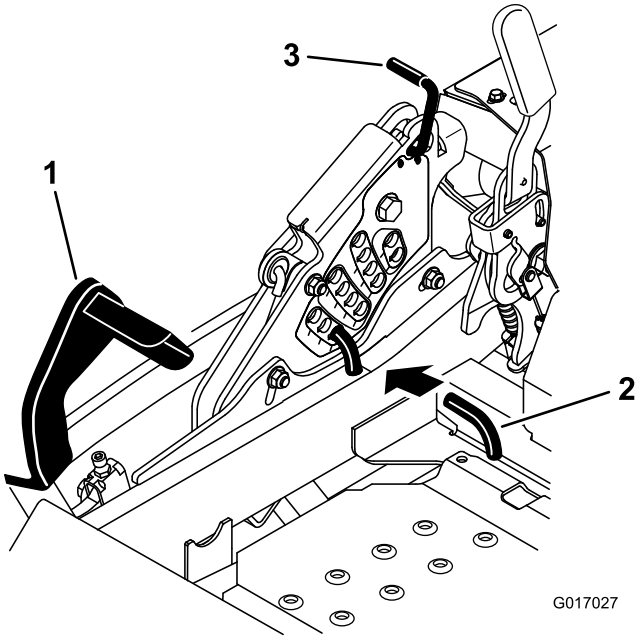

Figur 85
5. Skub pedalen til skjoldløft hele vejen frem, hvorefter skjoldet låses i transportpositionen på 14 cm (Figur 85).